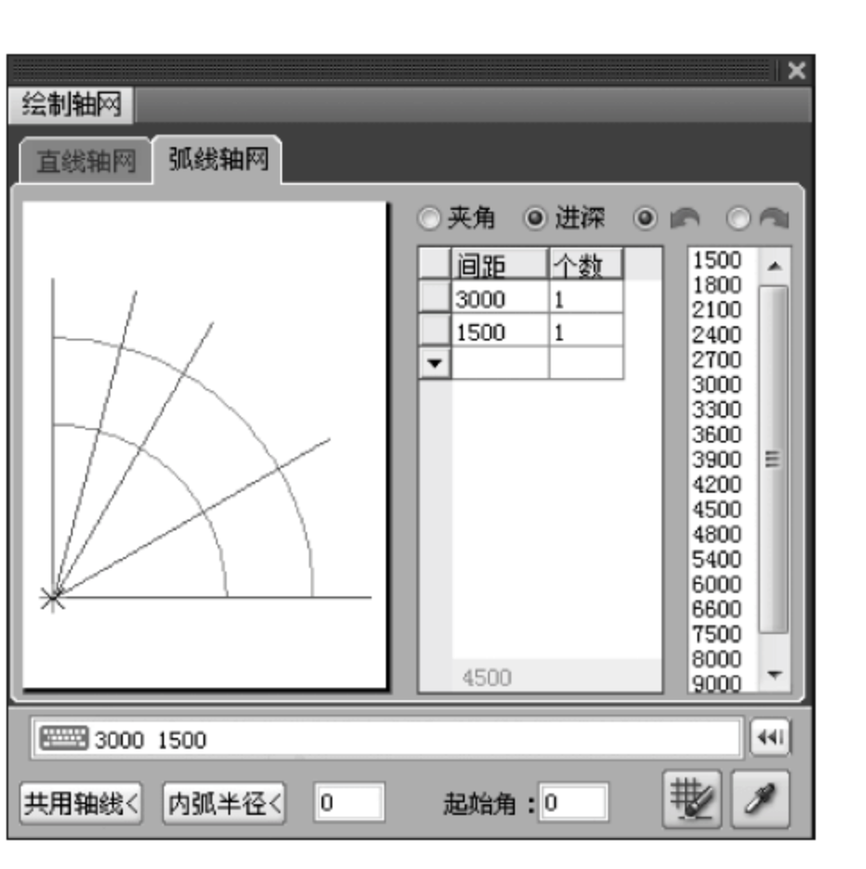

图 2-10　输入进深
(3) 输入进深值。单击“进深”按钮，即左面的圆圈中出现圆点，输入进深的数值，从“个数”列表中选择需要重复的次数，内弧半径设置为“0”，起始角为“0”，如图 2-10 所示。